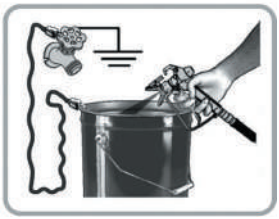

Рис. 35
10. Прижмите распылитель к заземленной металлической ёмкости с растворителем. Снимите курок распылителя с предохранителя и нажимайте на спусковой крючок, пока из распылителя не потечет чистый растворитель (рис. 35).